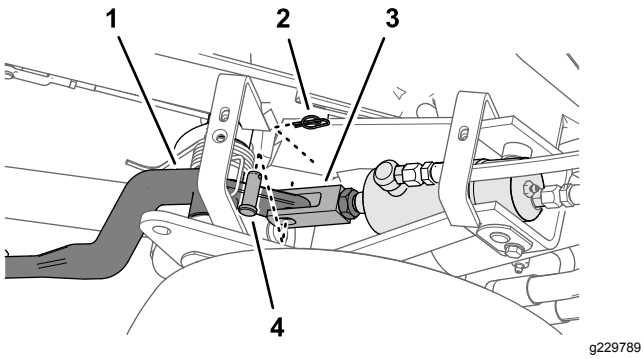
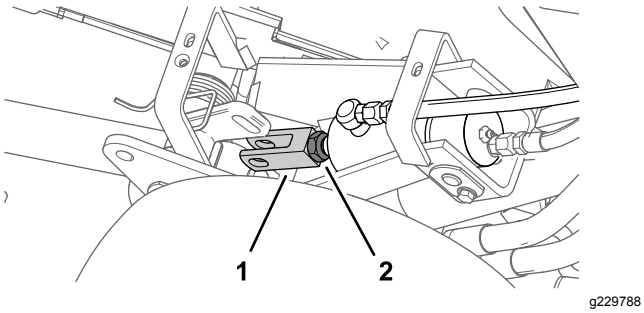

Figura 52
Figura 53
3. Afloje la contratuerca que sujeta la horquilla al cilindro de la unidad de corte que debe ser ajustada (Figura 52).
4. Retire la chaveta y el pasador de horquilla (Figura 52)
5. Gire la horquilla hasta obtener la altura deseada (Figura 53).
6. Monte la horquilla en el brazo de elevación con el pasador de horquilla y la chaveta, y apriete la contratuerca (Figura 52 y Figura 53).